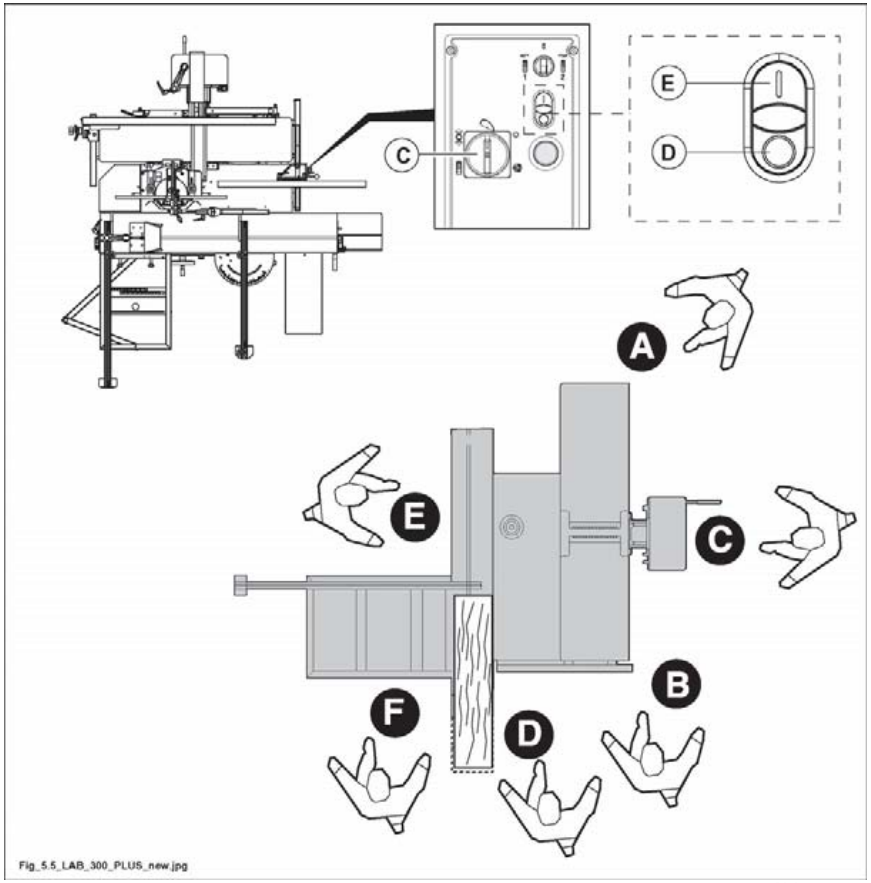

Abb. 5.5
- Wählschalter (C Abb. 5.5) in die gewünschte Arbeitsposition bringen.
- Taste (E Abb. 5.5) drücken.
1) Die Taste (D Abb. 5.5) drücken.
es ist verboten den Motor zu stoppen durch Drehen des Wählschalters (C Abb. 5.5).